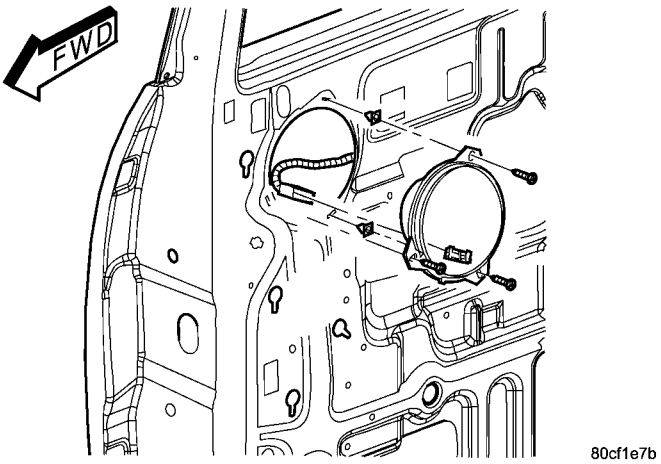

Fig. 20 REAR DOOR SPEAKER
(1) Disconnect and isolate the battery negative cable.
(2) Remove rear door trim panel (Refer to 23 - BODY/DOORS - REAR/TRIM PANEL - REMOVAL).
(3) Remove speaker mounting screws (Fig. 20).